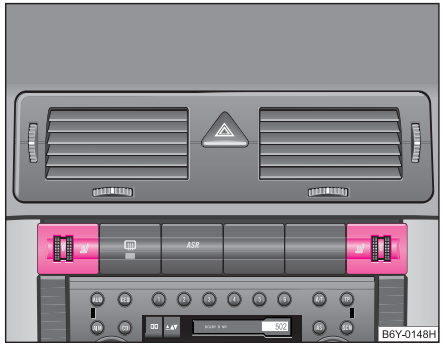

Fig. 50 Tabloul de bord: Regulator rotativ pentru încălzirea scaunelor din față
– Prin rotirea regulatorului corespunzător ⇒ fig. 50 puteți porni şi regla încălzirea scaunului conducătorului sau al pasagerului din dreapta.